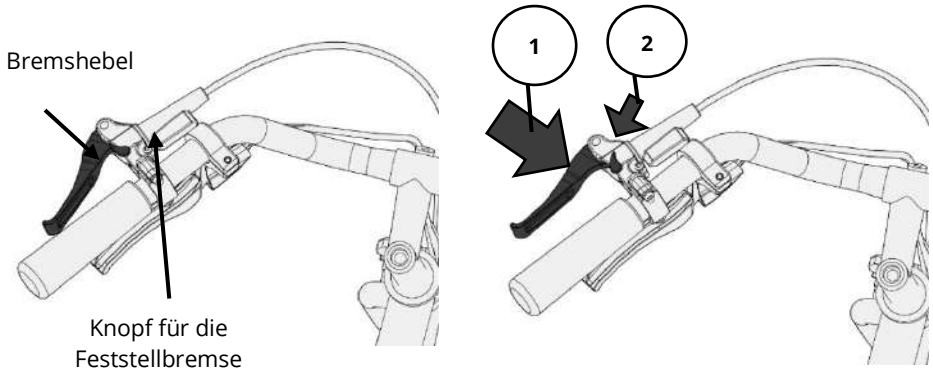

Abbildung 54 - Verwendung der Feststellbremse
sind somit nicht blockiert und Sie können Ihr Fahrrad normal benutzen (siehe Abbildung 54).
- Betätigen Sie den Bremshebel vollständig (siehe Abbildung 54 links);
- Schieben Sie den Schalter nach links, ohne den Bremshebel loszulassen (siehe Abbildung 54 rechts);